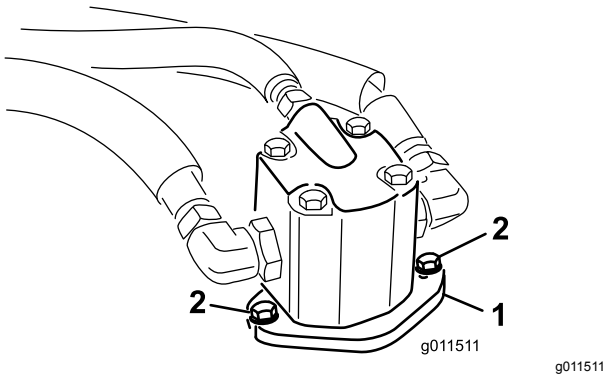

Figuur 97
4. Verwijder de bouten waarmee de hydraulische motor is bevestigd aan het maaidek (Figuur 97). Haal de motor uit het maaidek en leg deze boven op het maaidek.